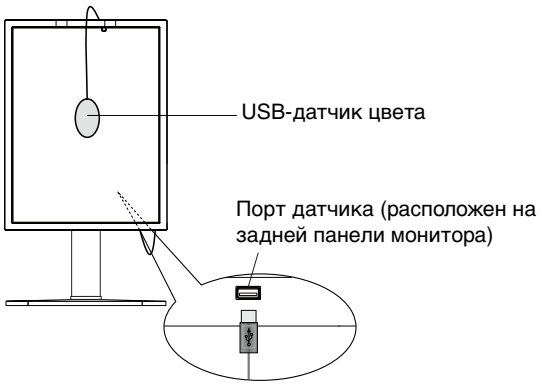
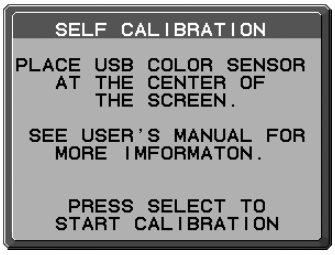

Рисунок S.1
Рисунок S.3
1. Для того, чтобы показать меню CALIBRATION, вставьте USB-датчика цвета в порт датчика (**Рисунок S.1**) или выберите в расширенном меню опцию STAND ALONE CALIBRATION (стр. 23).
4. Для выполнения данной процедуры необходимо поместить USB-датчик цвета в центр панели дисплея (**Рис. S.3**). Наклоните панель дисплея примерно на 5° назад и поместите USB-датчик цвета в центр панели дисплея (**Рис. S.1**).